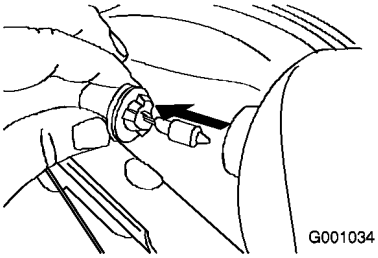

Figur 52
3. Dra lampan rakt ut på strålkastarens baksida (Figur 52).